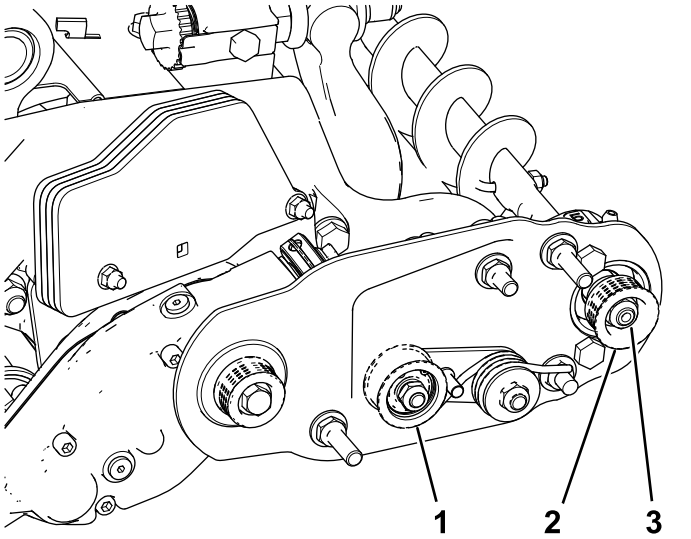
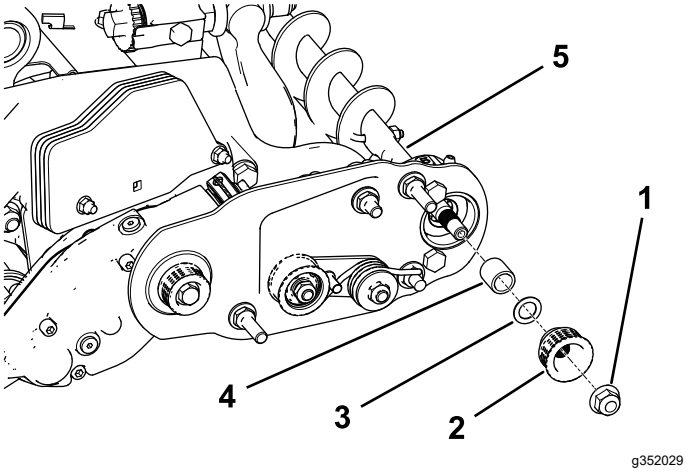

Figure 24
Figure 25
Note: The driven pulley (at the roller-brush shaft) can move in or out (Figure 24).
2. While rotating the reel, which rotates the drive pulley, pry the belt off the drive pulley (Figure 24).
3. Remove the locknut securing the driven pulley to the brush shaft (Figure 24 or Figure 25).
4. Remove the driven pulley from the shaft (Figure 25).
5. If the pulley needs to move out, add a 0.8 mm (0.032 inch) thick washer (Figure 25).